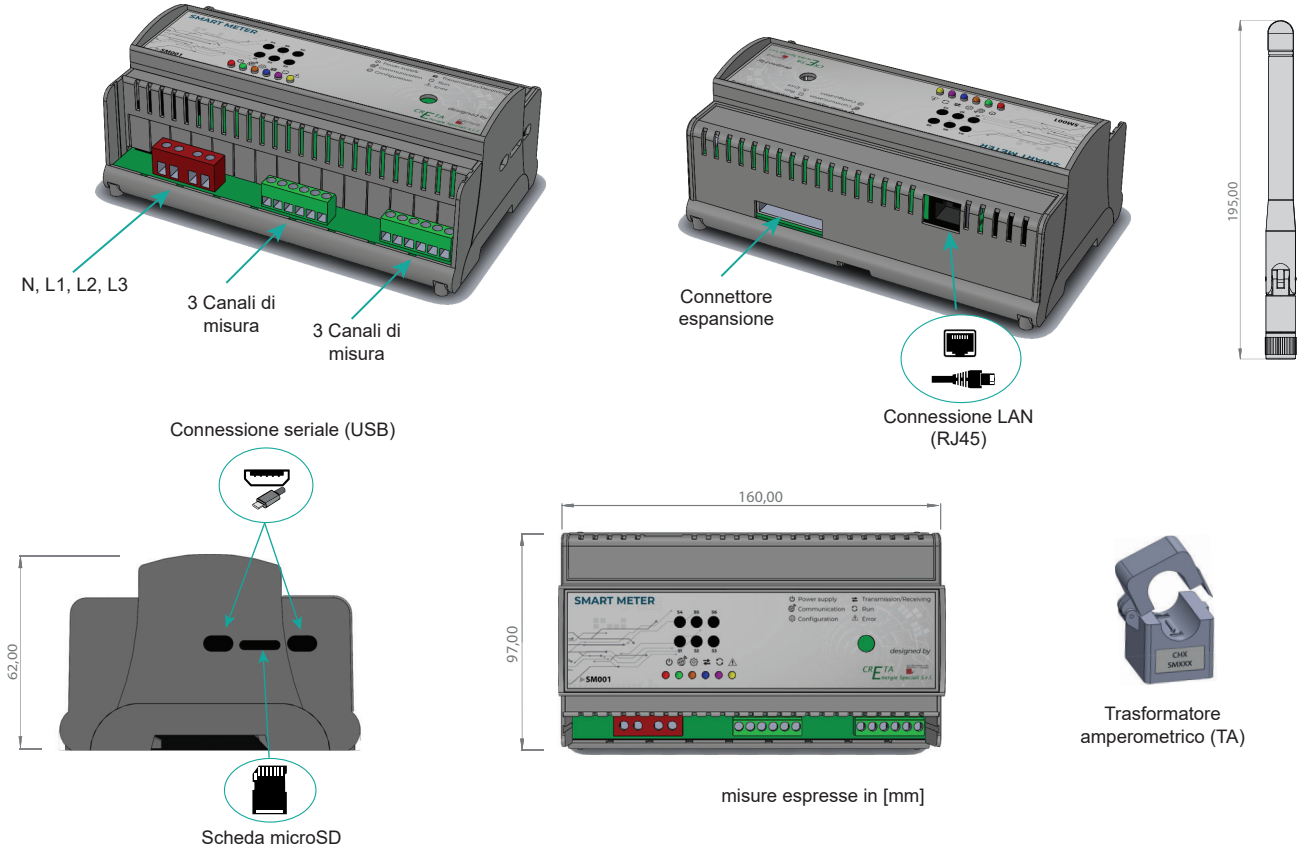

Fig. 3 - Particolari Smart Meter
*Qualora si dovesse scegliere di effettuare una connessione cablata, inserire il cavo ethernet nell'apposita porta (si veda Fig. 3).